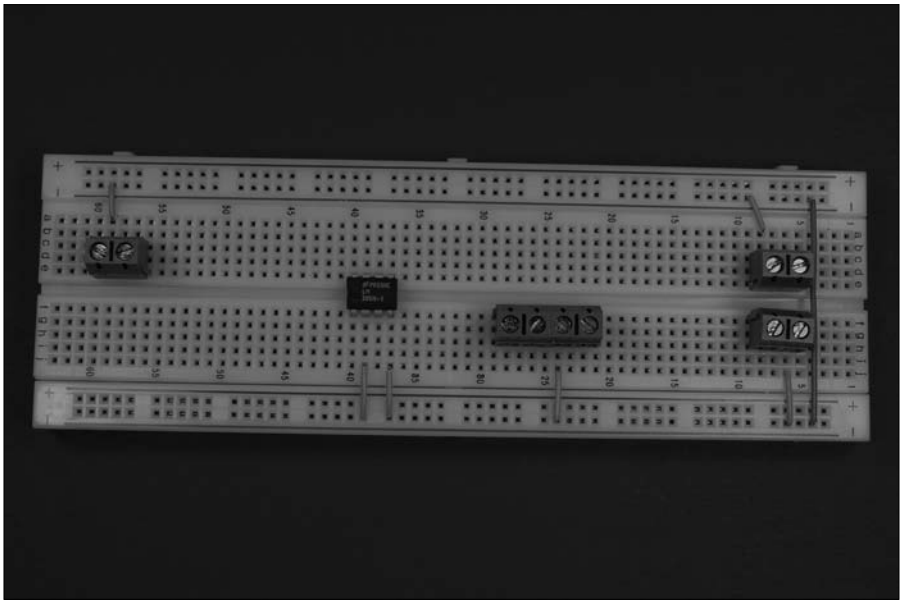

Figure 6-6: Connecting wires to the IC, terminal blocks, and ground buses.
2. **Insert wires to connect the IC and the terminal blocks to the ground bus and insert a wire between the two ground buses to connect them, as shown in Figure 6-6.**